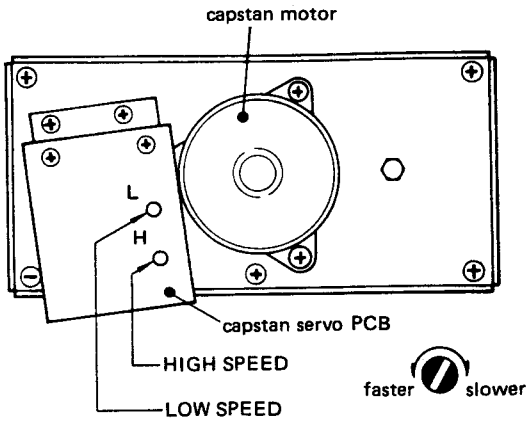

Fig. 2-17 FWD/REV play speed adjustment points
3. Play the tape. Adjust HIGH SPEED control (see Fig. 2-17) for a reading of 3,000Hz ±5Hz.
1. 調整個所　図2-17参照